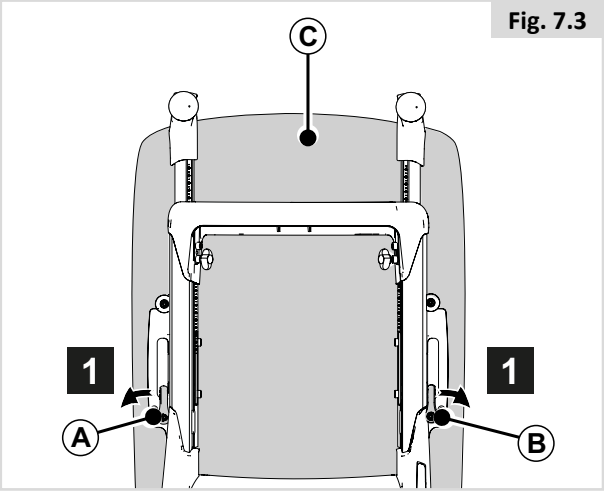

Fig. 7.3
7.2 Removing the back cushion (Fig. 7.3)